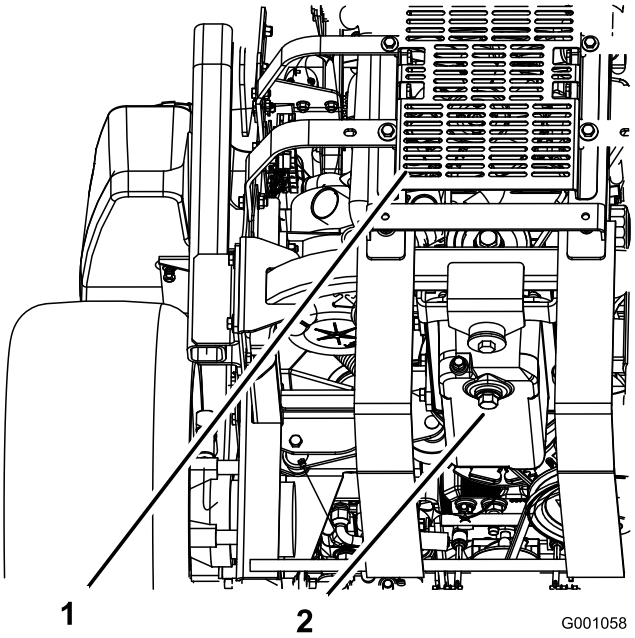

Figur 39
5. Ställ ett kärl under avtappningsröret. Ta bort avtappningspluggen och låt oljan tömmas ut helt (Figur 39).